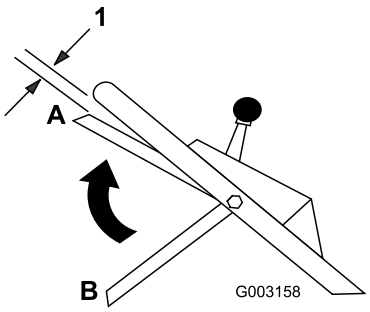

Figura 18
9. Alzate la barra di comando della lama fino a 2,5 cm circa sotto la maniglia; vedere posizione A nella Figura 18.